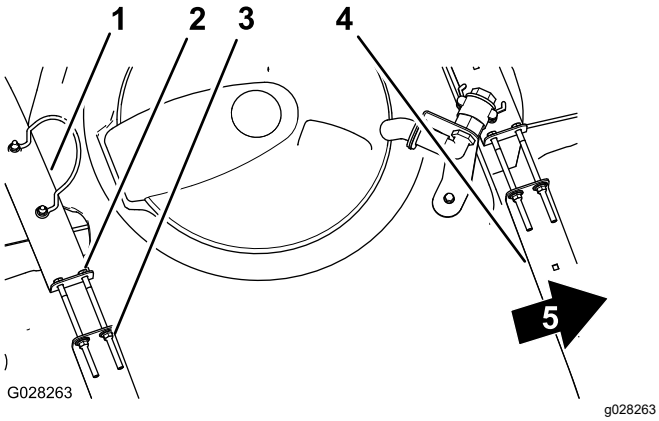

Figura 21
2. Verifique se há algum movimento entre as correias do tanque e o tanque (Figura 21).
3. Se as correias do tanque ficarem soltas no tanque, aperte as contraporcas flangeadas e os parafusos na parte superior das correias até que fiquem rentes à superfície do tanque (Figura 21).